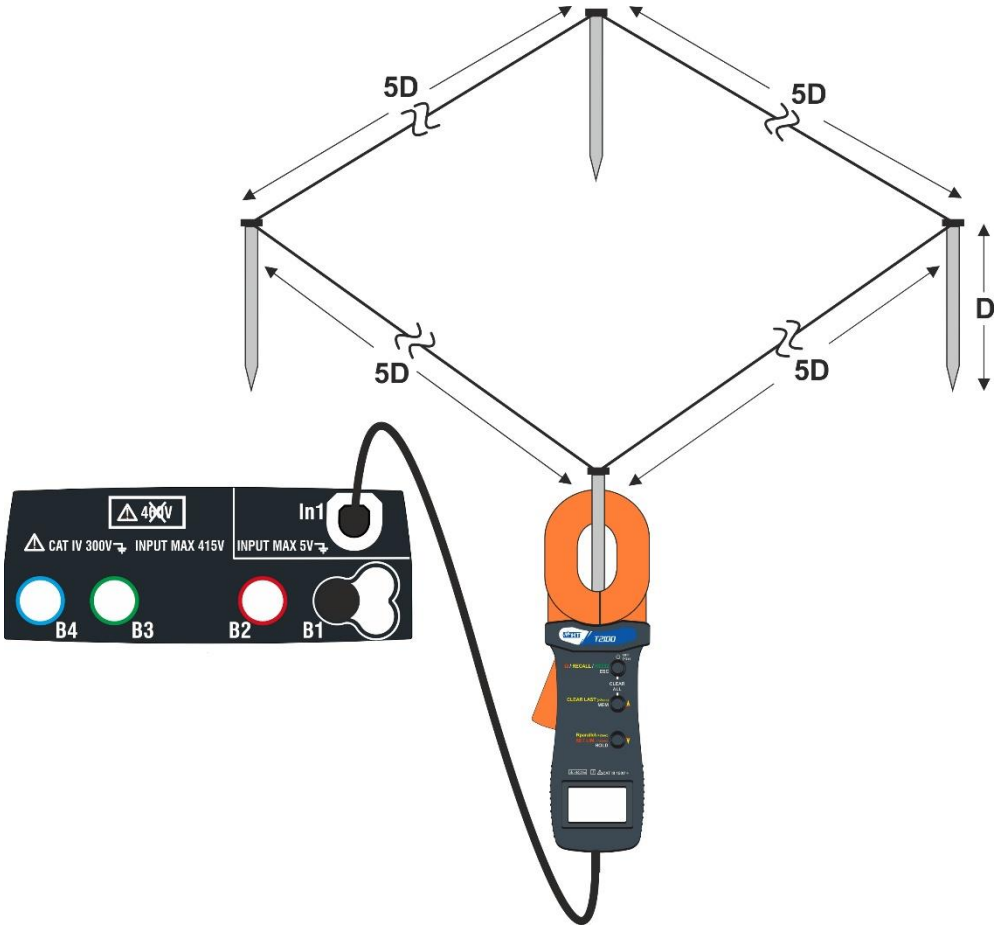

Fig. 32: Medição da resistência de ponteiras individuais com pinça T2100
A medição executada pela pinça T2100 é utilizada para a avaliação da resistências de ponteiras individuais no âmbito de uma instalação de terra sem necessidade de as desligar, **na hipótese delas não se influenciarem entre si** (ver Fig. 32).
4. Ligar a pinça à primeira ponteira da rede de terra considerada como se mostra na Fig. 32. Notar o valor da resistência no campo **R** e premir o ícone para inserir esse valor no cálculo da resistência paralela e aumentar o parâmetro **N** em uma unidade (N =1).